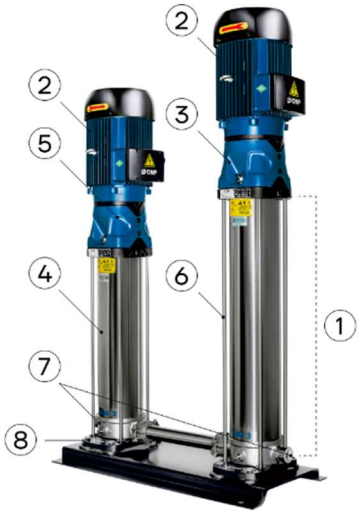

Рис. 1 CDMF+CMH
В состав насосов CDMF и CMH входит гидравлическая часть (1) и электродвигатель (2), соединенные при помощи муфты. Полностью закрытый кожух муфты (3) обеспечивает эффективную защиту данного узла. Рабочие колеса и диффузоры соединены между собой на одном валу и расположены в цилиндре (4), который соединяется с головной частью насоса (5), всасывающей и напорной камерами (7) и плитой-основанием (8) при помощи крепежных шпилек (6). Насосы CDMF и CMH соединены между собой и закреплены на общей раме. См. рис. 1.